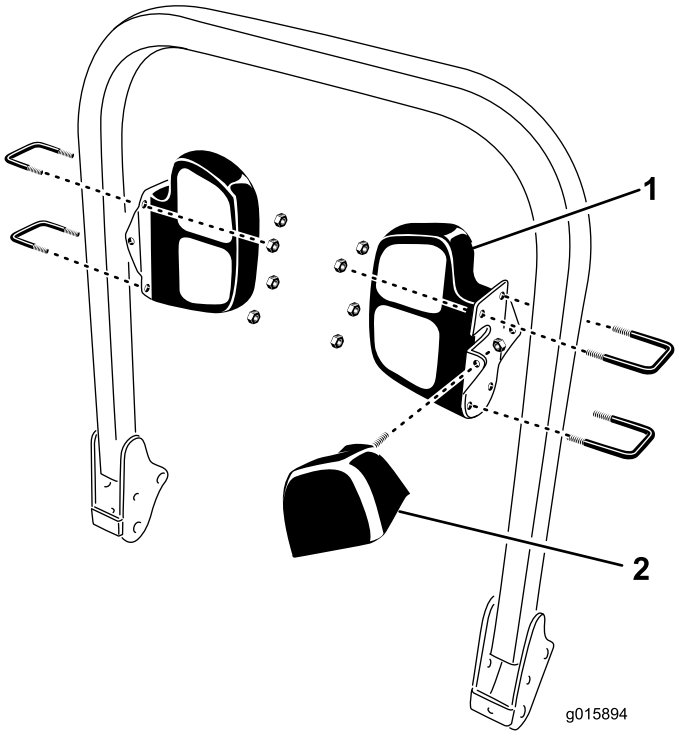

**Figure 8**
Mount each of the light bracket assemblies to the inside of the ROPS with (2) U–bolts and (2) (3/8–16) locknuts, positioning as shown in Figure 8. The black lens should be toward the front of the machine. Tighten the locknuts evenly to avoid distorting the light brackets.